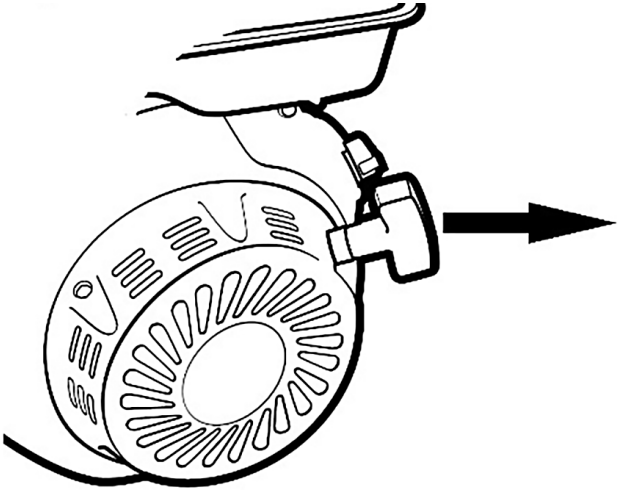

*Рисунок 9*
• Запустите двигатель, потянув за рукоятку ручного стартера (рисунок 9).